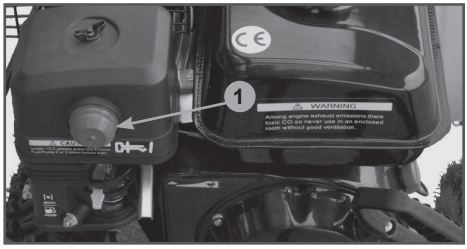

Рис. 25 Расположение ручного топливного насоса
7. Нажмите 3 раза на ручной топливный насос 1 (Рис. 25).